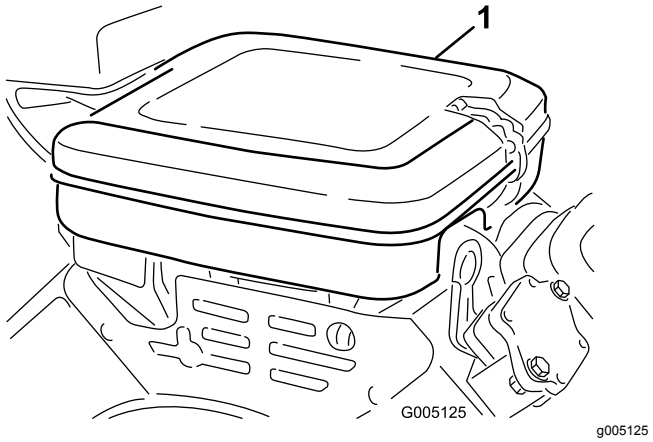

Figuur 45
1. Reinig het deksel grondig (Figuur 45).